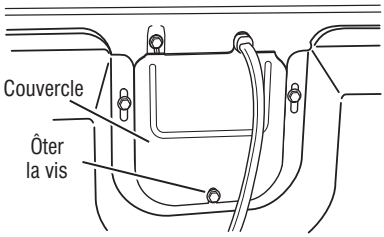

Figure 5 - Retirer le couvercle (à gaz).
2. Retirer le couvercle à l'arrière de la sécheuse. Voir Figure 5.